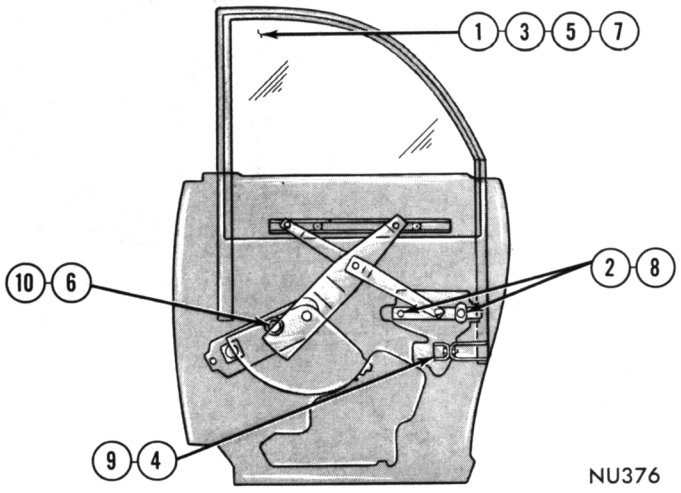

Fig. 70—Quarter Window Adjustments—Sedan
(1) Raise glass to approximately 1/8 inch below window opening frame.
(2) Adjust regulator pivot bracket (Fig. 70) so gap between top of glass and window opening frame is constant. Tighten pivot bracket nuts.
(3) Run glass approximately 2/3 way down.
(4) Allow glass to set rear run retainer for in-out position and snug tighten lower bracket screw.
(5) Lower window until top of glass is even with or slightly below outer panel belt line weatherstrip.
(6) Position stop on regulator plate against stop on sector and snug tighten locknut.
(7) Test operation and inspect alignment of glass. Tighten Callouts 8, 9 and 10 securely.